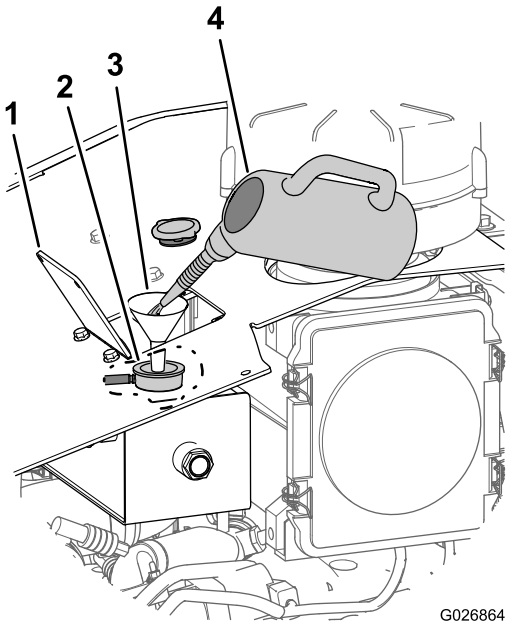

Figura 101
B. Aggiungete una soluzione detergente per impianti di raffreddamento all'impianto di raffreddamento attraverso il collo del serbatoio di recupero (Figura 101).